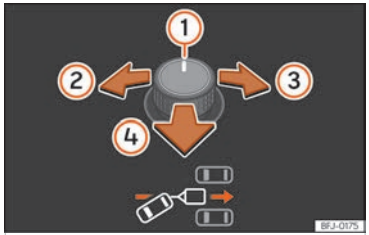
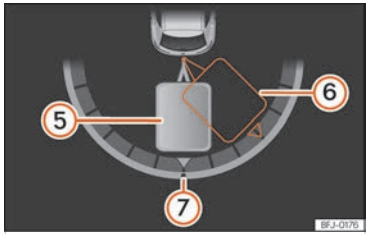

Fig. 149 Outside rearview mirror rotary control: adjust the trailer angle.
Fig. 150 Instrument cluster display: engage reverse.
Key to the ››› Fig. 149 , ››› Fig. 150:
- Tilt the rotary control until the desired direction is reached ››› Fig. 149. A representation of the tow vehicle and trailer set is shown on the instrument cluster screen for guidance purposes ››› Fig. 150.